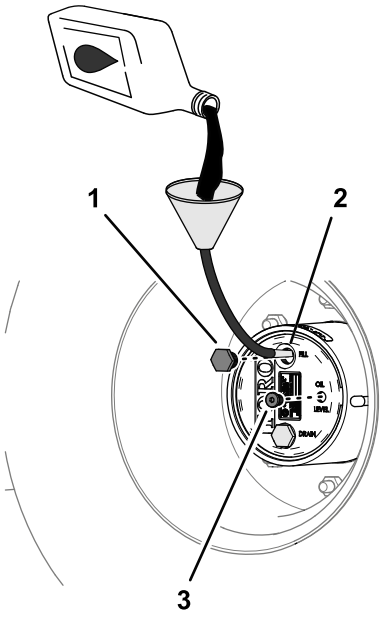

Figura 93
verificación (Figura 93); consulte Especificación del lubricante del engranaje planetario (página 74).
6. Instale el tapón de llenado y el tapón de verificación (Figura 93).
1. A través del orificio del tapón de llenado, añada lentamente el lubricante de engranajes especificado; consulte la Figura 93 de Comprobación del lubricante de la transmisión planetaria (página 74).
3. Instale el tapón de llenado y el tapón de verificación; consulte la Figura 93 de Comprobación del lubricante de la transmisión planetaria (página 74).